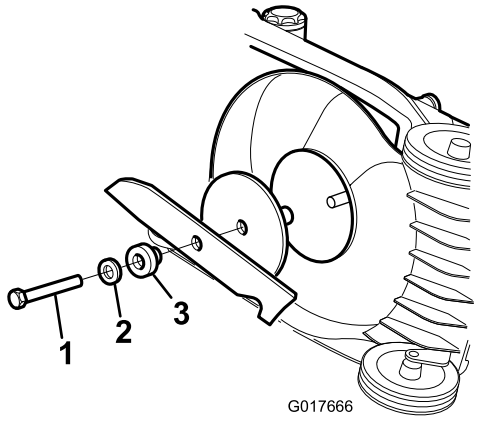

Figura 22
1. Sujete el extremo de la cuchilla (Figura 22) usando un paño o un guante grueso.
Instale una cuchilla afilada y equilibrada y el perno de la cuchilla. La vela de la cuchilla debe apuntar hacia la parte superior de la carcasa del cortacésped para asegurar una instalación correcta. Apriete el perno de la cuchilla a 54 Nm (Figura 22).